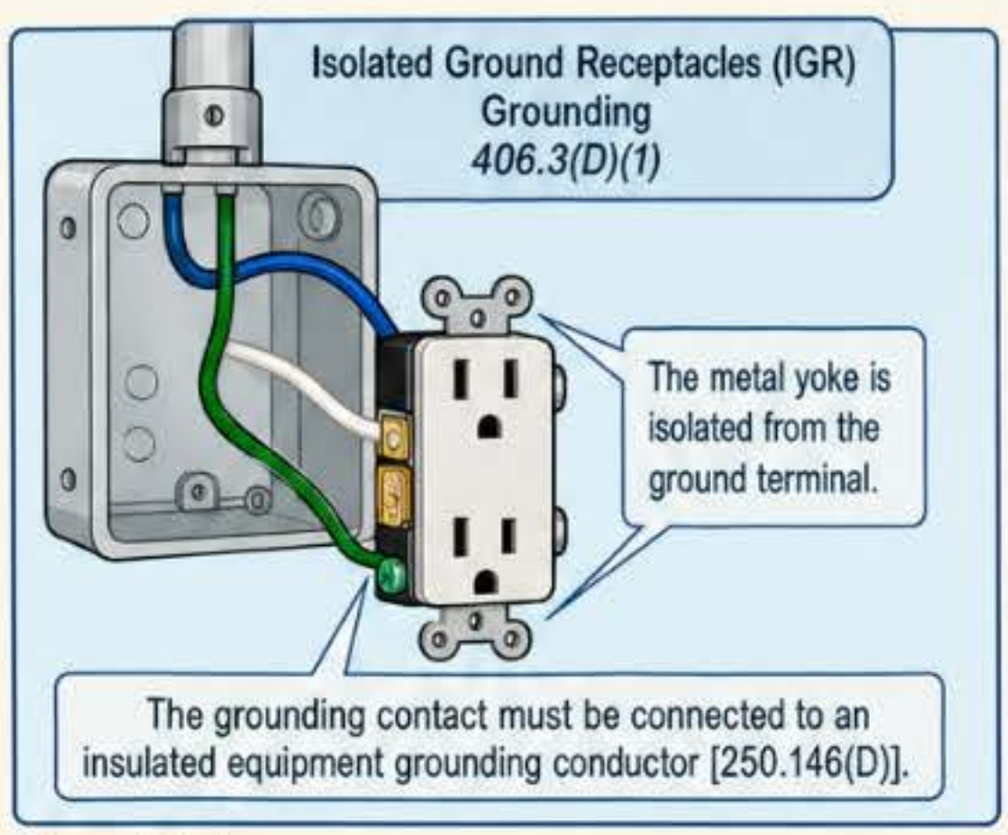

Figure 406–4
(E) Controlled Receptacle Marking. Nonlocking, 15A or 20A, 125V nonlocking-type receptacles that are automatically controlled to remove power for energy management or building automation must be permanently marked with the word "controlled" and have a visible power symbol on the receptacle after installation. ▶ **Figure 406–5**